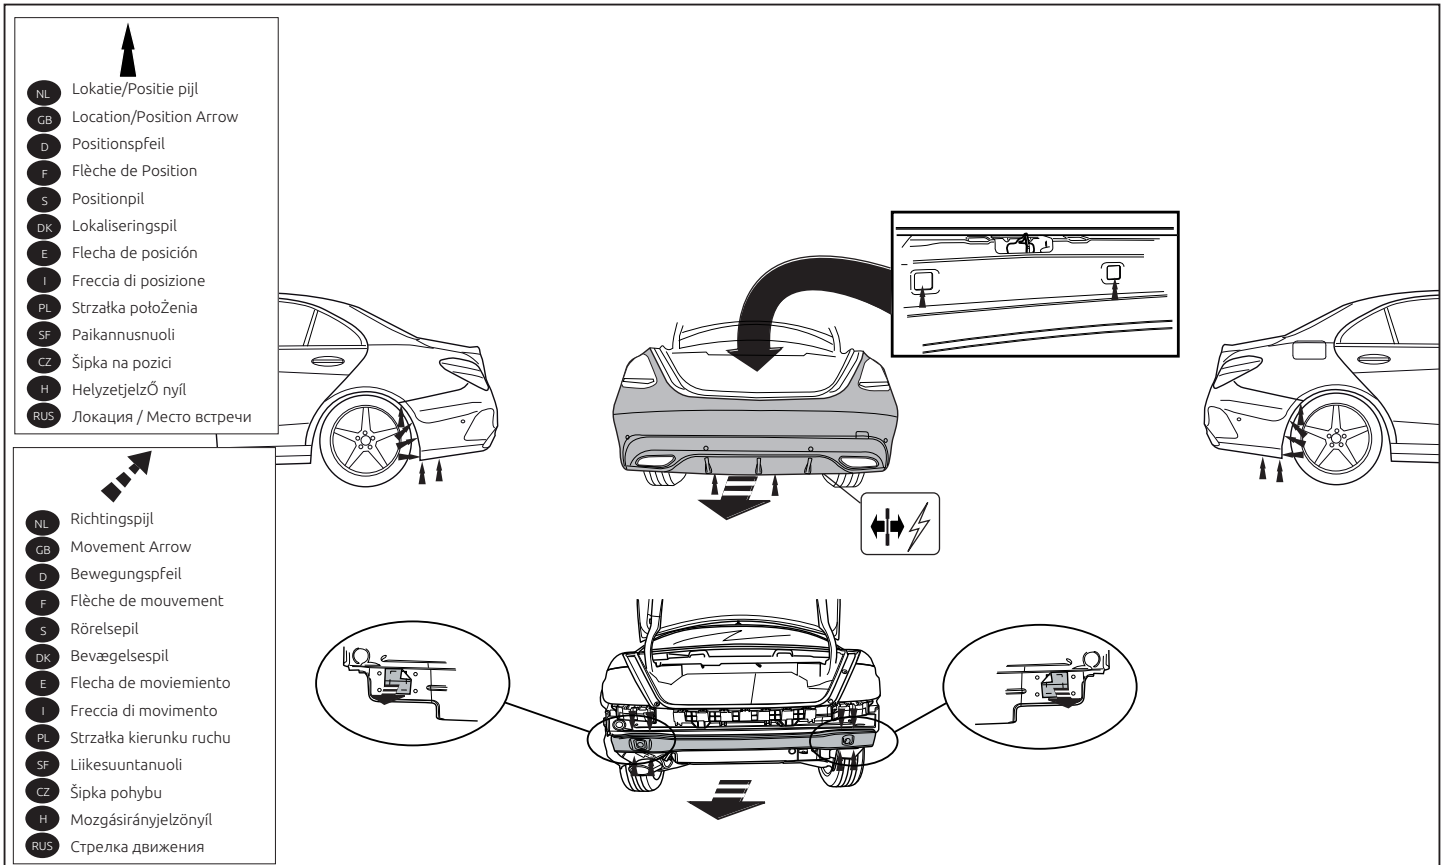

Fig. 1
1. Снять бампер вместе со стальным буферным брусом автомобиля буферный брус больше не понадобится. См. рисунок 1.